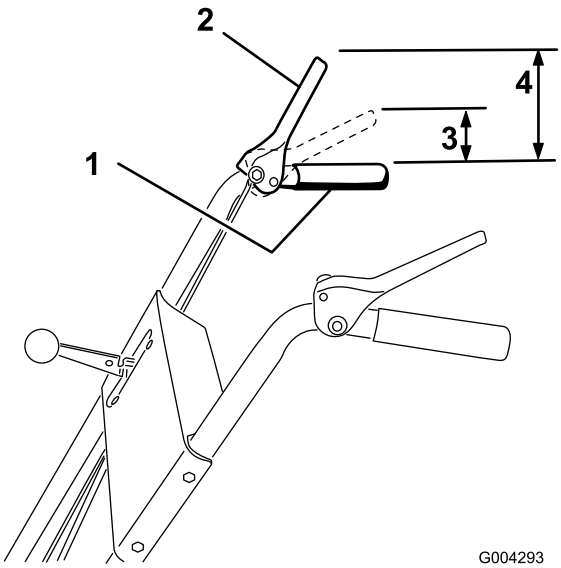

Figur 9
3. Kontrollera avståndet mellan handtagets övre del och matarskruvs-/impellerreglagets nedre del (Figur 9).
Obs: När du tar bort slacket i drivremmen till matarskruven/impellern (efter ungefär halva rörelsen) kommer det att krävas betydligt mer kraft för att trycka ner reglaget. Enheten är korrekt justerad när motståndet ökar och avståndet mellan handtagets övre del och matarskruvs-/impellerreglagets nedre del är 2,5–5 cm, på det sätt som visas i Figur 9.